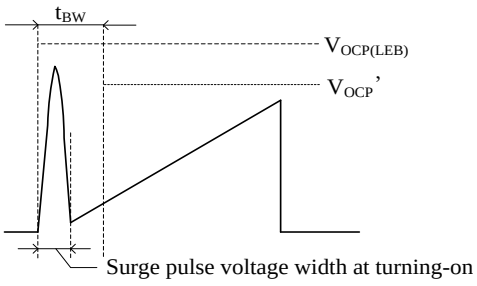
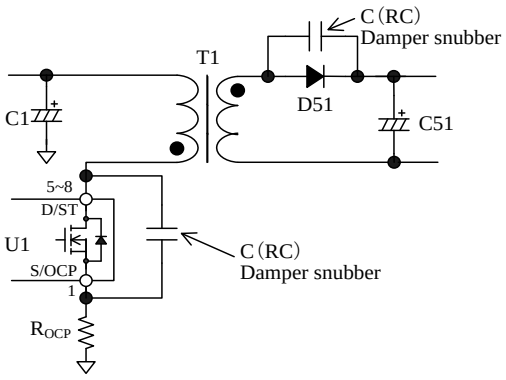

Figure 10-9. S/OCP Pin Voltage
Figure 10-10. Damper Snubber
During Leading Edge Blanking Time, the OCP threshold voltage becomes $V_{OCP(LEB)}$ = 1.69 V which is higher than the normal OCP threshold voltage as shown in Figure 10-9. Changing to this threshold voltage prevents the IC from responding to the surge voltage in turning-on the power MOSFET. This function operates as protection at the condition such as output windings shorted or unusual withstand voltage of secondary-side rectifier diodes.
When the power MOSFET turns on, the surge voltage width of the S/OCP pin should be less than t_{BW}, as shown in Figure 10-9. In order to prevent surge voltage, pay extra attention to R_{OCP} trace layout (refer to Section 11.2). In addition, if a C (RC) damper snubber of Figure 10-10 is used, reduce the capacitor value of damper snubber.